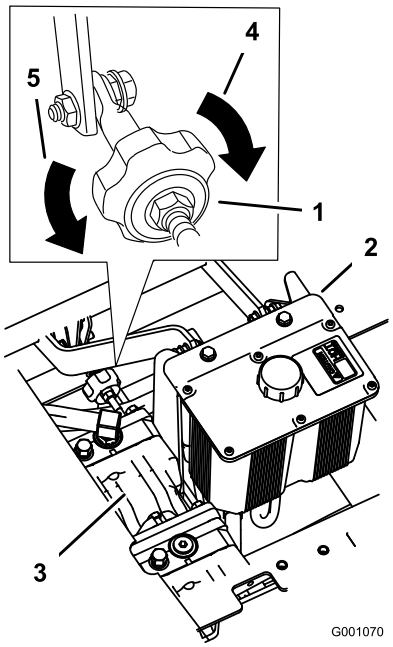

**Figur 47**
4. For at få maskinen til at køre til højre skal du dreje knappen mod maskinens højre side. Se Figur 47.
5. For at få maskinen til at køre til venstre skal du dreje knappen mod maskinens venstre side. Se Figur 47.